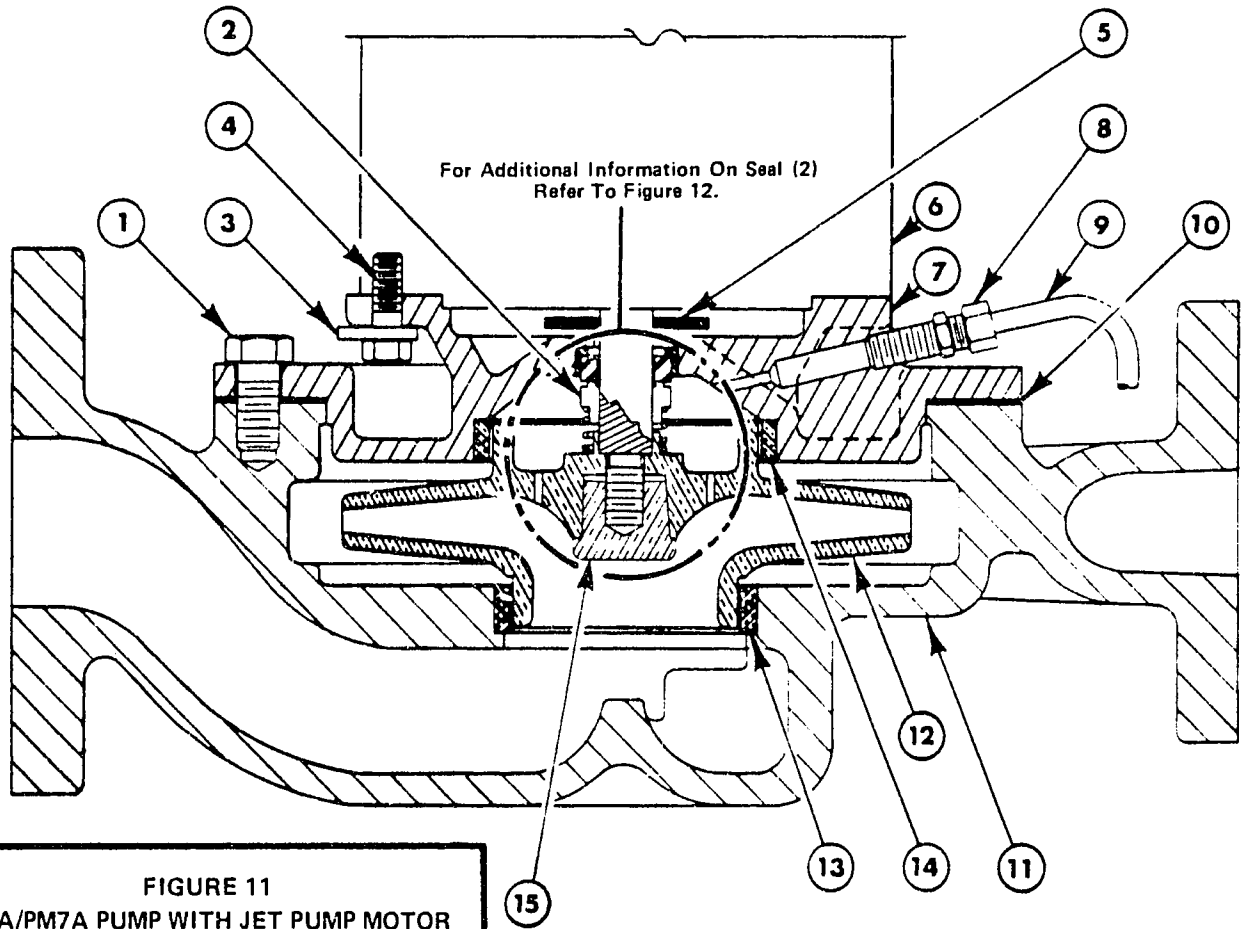

FIGURE 11
16. Brush both sides of gasket (14) with Teflon paste and position it on the sleeve (12).
17. Replace key (2) in keyway and slide impeller (13) onto shaft.
18. Brush both sides of gasket (15) with Teflon paste and place on impeller. Place the sealing washer (19) and washer (20) on the impeller cap screw (18) and tighten onto the shaft.
19. Place gasket (10) on head (7) and assemble it to the case (11) using 9 hex head cap screws (1).
D. A7A/PM7A PUMP DISASSEMBLY AND ASSEMBLY (Ref. Fig. 11 & 12) WITH JET PUMP MOTOR
3. (PM7A Only) Remove the seal flush piping line (8 & 9) between the head (7) and case (11).
4. Remove 8 hex head cap screws (1) holding the head (7) to case (11) and remove the motor-head assembly.
5. Remove the case gasket (10) and clean the gasket surfaces of both the head (7) and the case (11).
6. Remove the impeller (12) and the impeller nut (15) by turning counter clockwise. Remove the impeller nut (15) from the impeller (12).
8. Loosen 4 hex screws (4) between the motor and head and remove the retainer clips (3). Remove head (7) from motor (6).
9. Remove slinger (5) from the motor shaft and clean shaft with a solvent. Inspect it for scratches and lightly polish it if necessary to remove blemishes.
10. Remove mechanical stationary seal (2A) from head (7).